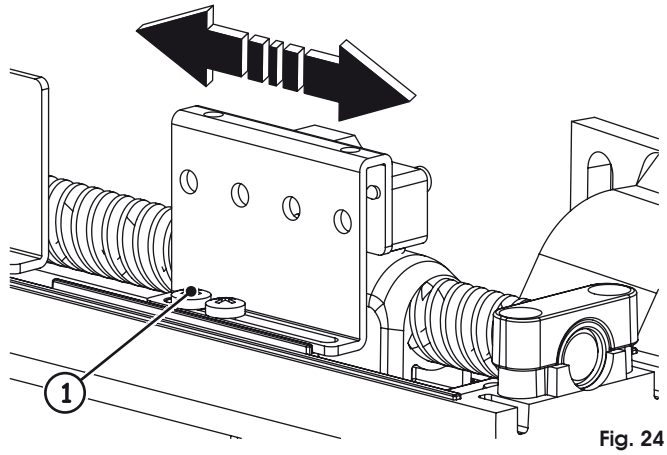

Fig. 24
3. Desserrer les vis de fixation du fin de course à régler, Fig. 24 réf. ①.